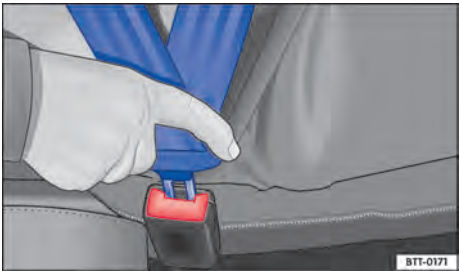

Fig. 31 Introducir la pestaña de encastre del cinturón de seguridad en el cierre del cinturón.
– Inserte la pestaña de encastre del cinturón con fuerza en el cierre del cinturón de seguridad correspondiente al asiento → fig. 31.